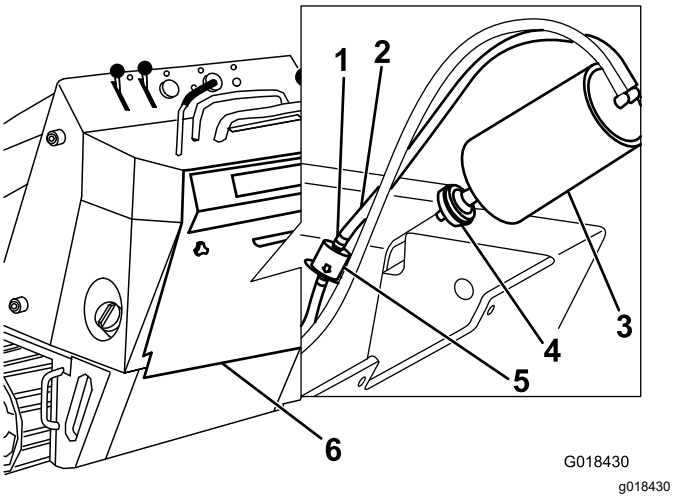

Figuur 33
4. Verwijder het luchtfilter van de koolstofhouder en gooi het weg (Figuur 33).
5. Plaats een nieuw filter op de koolstofhouder (Figuur 33).
4. De verende slangklemmen aan beide zijden van het purgeerlijnfilter van de koolstofhouder wegnemen van het filter (Figuur 33).
5. Verwijder het purgeerlijnfilter en gooi het weg (Figuur 33).
6. Monteer een nieuw filter op de slang. De pijl op het filter moet weg van de koolstofhouder wijzen. Bevestig met de slangklemmen (Figuur 33).